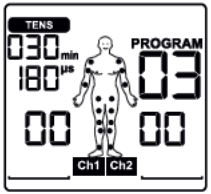

Fig. 2
- Using the **UP/DOWN** buttons, select the desired program and confirm your selection with the **ENTER** button (Fig. 2, example of TENS program 03).